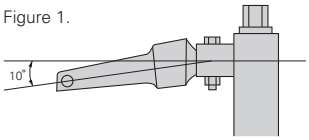

Figure 2. Drive diagram specifications
- The drive is designed so that if too much load is applied to the spring compressor during operation, the rupture mechanism in the drive installed in the center screw bolt section will rupture. (Figure 2)